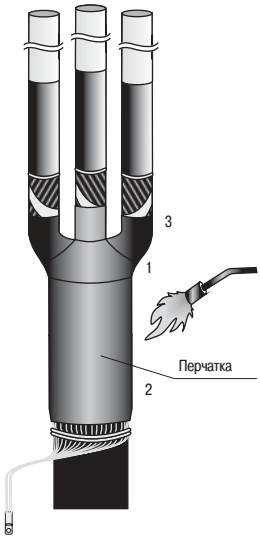

Рисунок 9
4.14 Сблизить жилы к беля. Н деть перч тку до упор в корешок р зделки. Ус дить перч тку, н чин я с середины, з тем её основ ние н оболочку к беля, потом п льцы перч тки н жилы к беля. После ус дки по торц м основ ния и п льцев перч тки должен быть виден выступивший р спл вленный клей (рисунок 9).